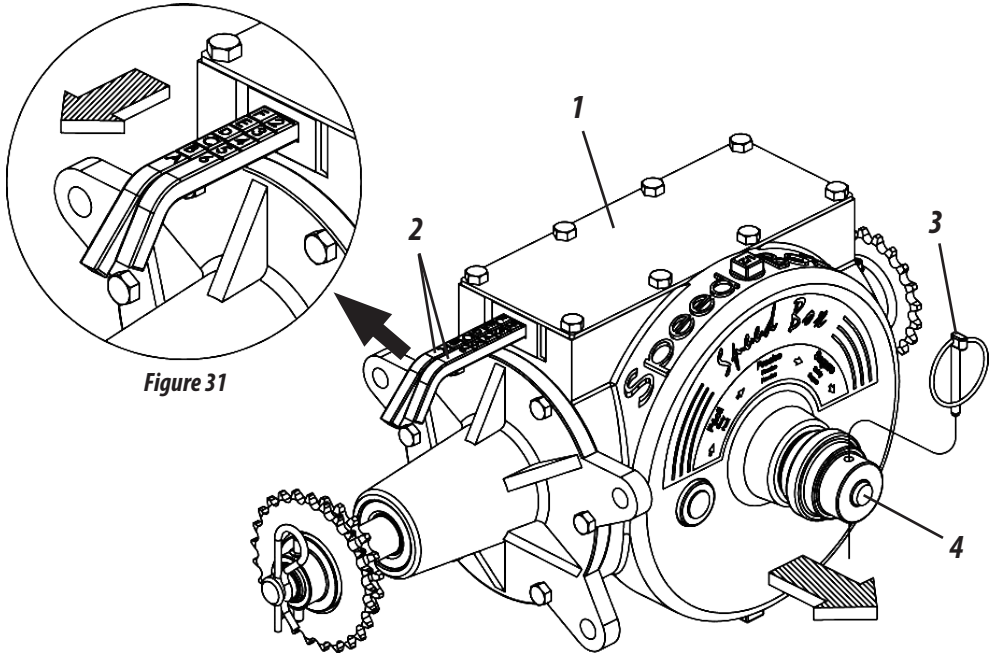

Figure 31
SPEED BOX (FIGURE 31)
1- Select the desired amount on the tables and verify the corresponding combinations of the levers (2). **Example:** Position **F2** on the table, indicates that the levers with letters must be in the **"F"** (fertilizer) position and the lever with numbers must be in position **"2", as shown in figure 31.**
SEED SPREADING ADJUSTMENT (FIGURE 31)